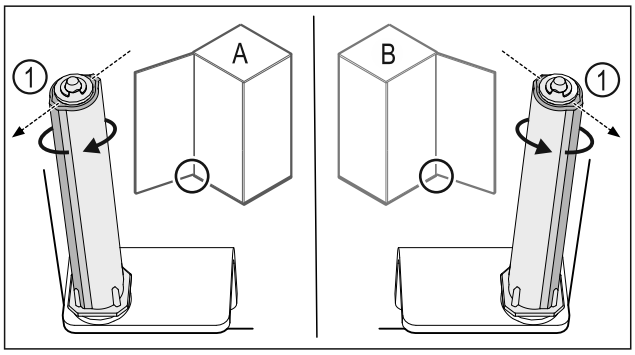

*Fig. 36 Left-hinged (**A**) / Right-hinged (**B**)*
▶ Turn the closing system against the resistance until the bar of the closing system *Fig. 36 (1)* points outwards.